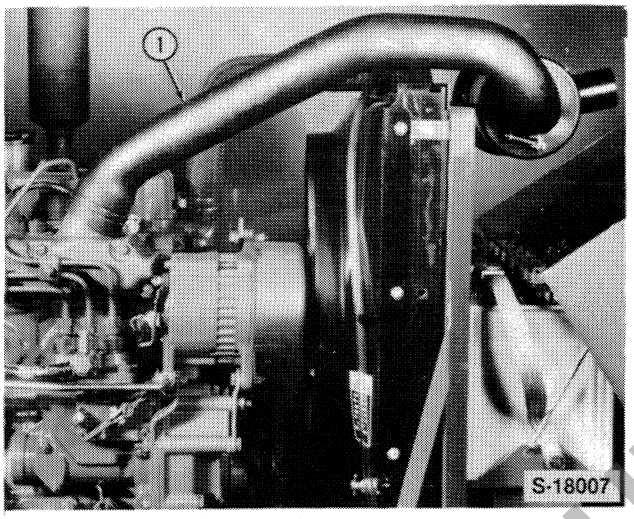

Figure 130
- Loosen the clamp and disconnect the air cleaner inlet hose from the engine, Figure 130.